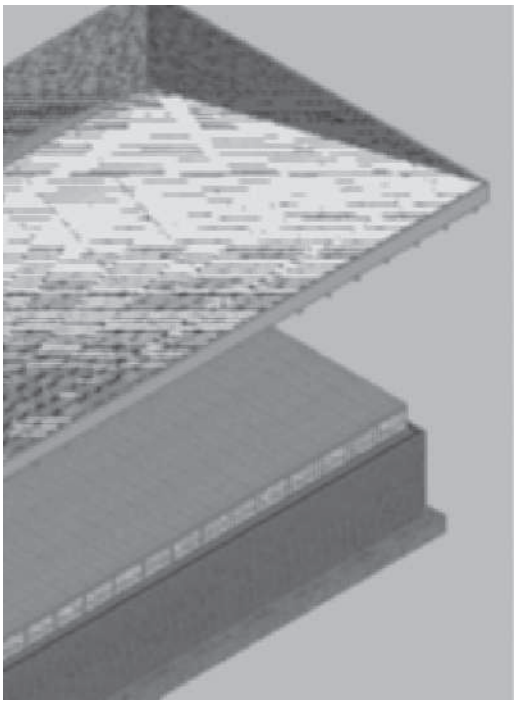

FIGURE 13.11 *Structural members placed objects*
13. Right-click and choose **Isolate Objects > End Object Isolation**. Select **SW Isometric** from the **View** Cube. Select the View tab, choose **Realistic** from the **Visual Styles** flyout menu of the View tab to view the roof slab as shown in Figure 13.11.